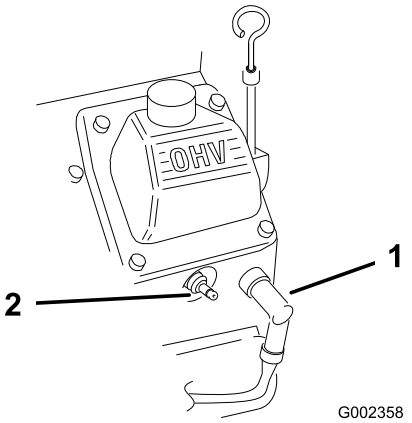

Figur 28
2. Kobl tændrørskablerne fra tændrørene (Figur 28).